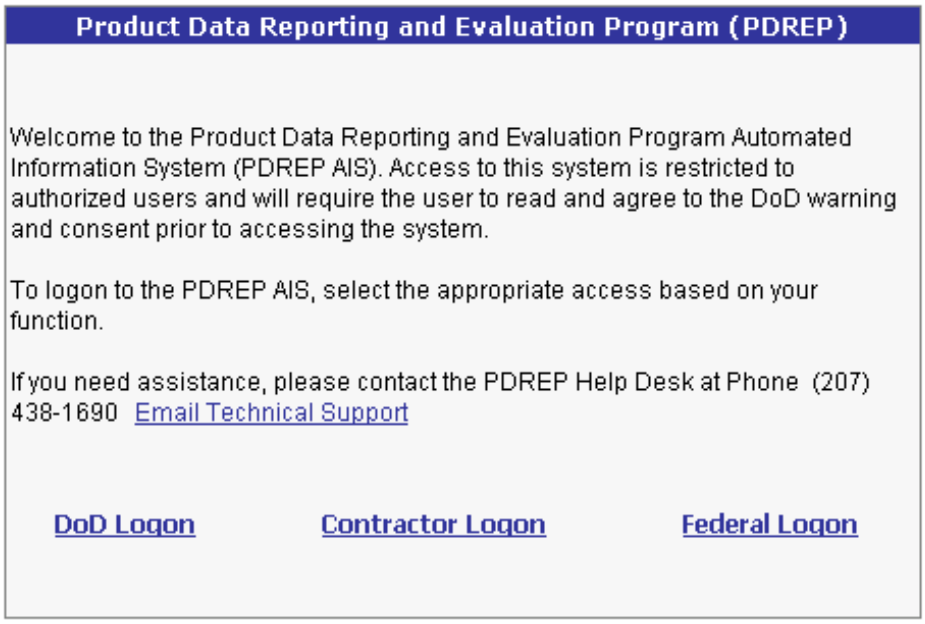

Figure 1.2
c. The display in Figure 1.2 will appear: